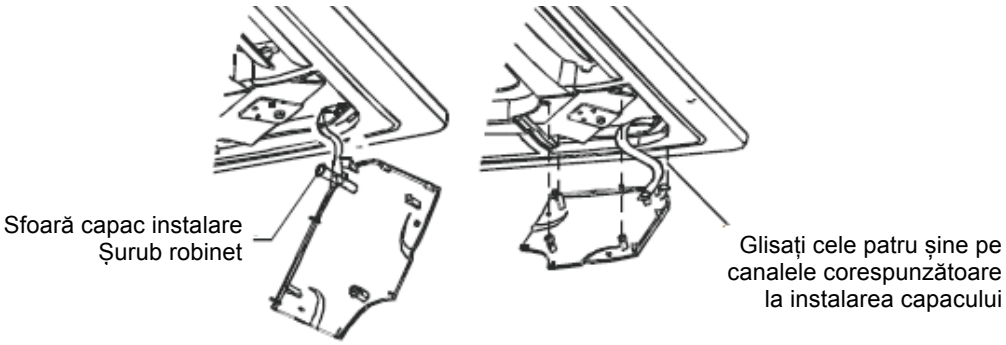

Fig.1-14
- Strângeți sfoara capacului de instalare pe șurubul de pe capacul de instalare (Consultați Fig. 1-14-stânga)
- Apăsați capacul de instalare ușor pe panou. (Consultați Fig. 1-14-dreapta)